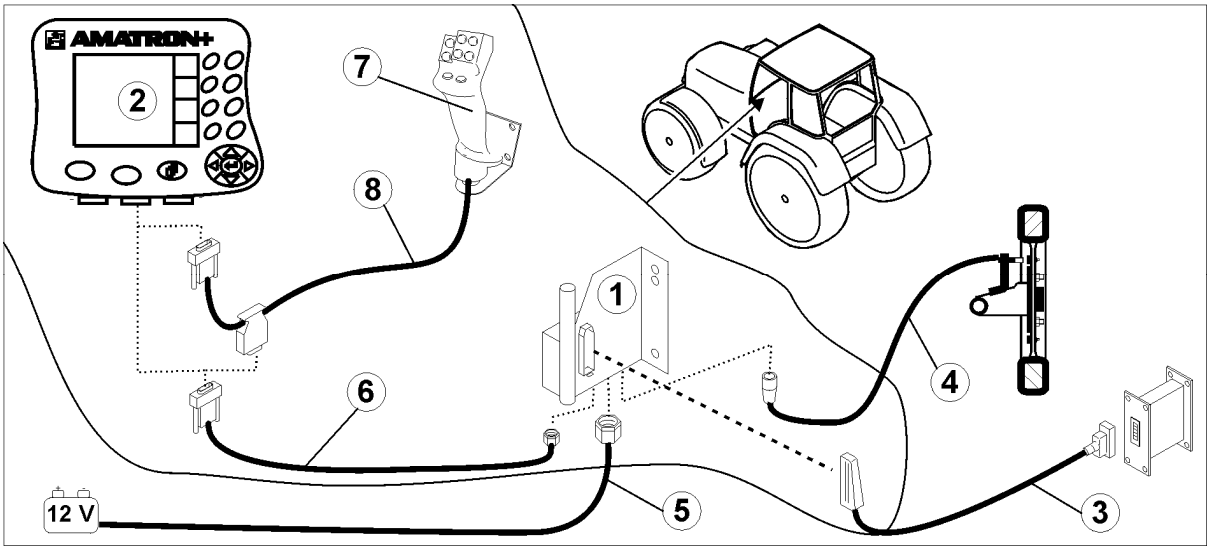
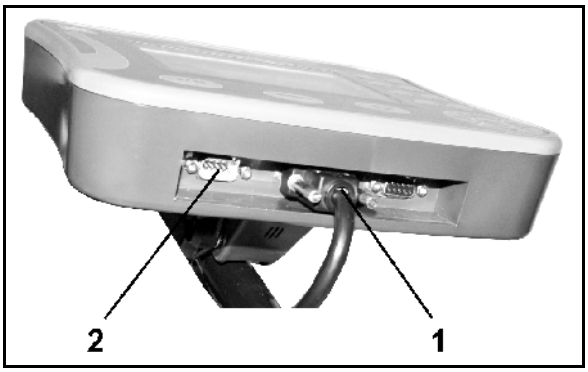

Fig. 1
Fig. 2
- The tractor basic equipment (Fig. 1/1, Konsole mit Verteiler) console with distributor) must be installed to the right of the driver in the cabin, within visual range and easy to access, vibration-free and electrically connected.
- The battery cable (Fig. 1/5).
- Signal cable from the tractor signal socket or distance sensor (Fig. 1/4).
- Connecting cable to **AMATRON+** (Fig. 1/6).
- Plug the **AMATRON+** (Fig. 1/2) into the tractor's basic equipment.
- Insert the connector of the connecting cable (Fig. 1/6) into the middle 9-pin Sub-D-bushing (Fig. 2/1).
- Connect the machine via the connector (Fig. 1/3) to the **AMATRON+** verbinden.
The multifunction stick (Fig. 1/7) is connected using a Y-cable (Fig. 1/8).
- The serial interface (Fig. 2/2) allows a PDA to be connected.